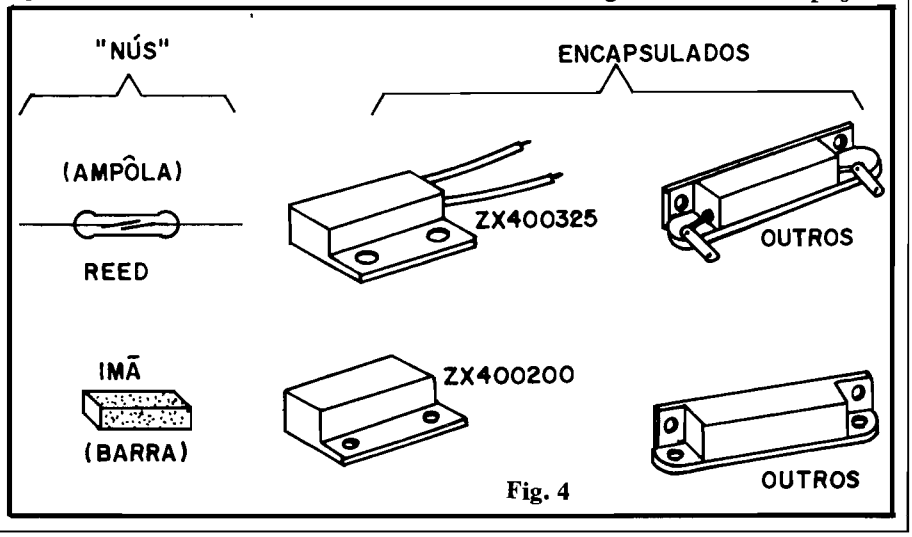

Fig. 4
– **FIG. 4** – Detalhamento visual dos REEDs e ímãs utilizáveis no ALMACA. Esse importante par de componentes executa a função sensora do circuito e pode, na sua versão mais simples, ser formado por um REED nu (apenas a ampola) e um pequeno ímã (metal ou ferrite) também nu, em barra. Existe, contudo, também as opções **encapsuladas** para o conjunto. Na figura vemos, ao centro, o conjunto de modelos produzidos pela "Schrack" e, à direita, um padrão **standard** adotado por diversos fabricantes. Quaisquer dos conjuntos ilustrados na figura podem ser utilizados no ALMACA, com pequenísimas modificações na acomodação "mecânica" das peças. Apenas uma recomendação: se for utilizada a ampola nua de REED, **muito cuidado** no manuseio e na soldagem, pois trata-se de um componente realtivamente frágil. O "corpo" do REED é de vidro e assim, qualquer esforço mais intenso, principalmente durante a eventual dobragem dos terminais, pode trincar a ampola, inutilizando o componente. Sobreaquecimento na soldagem também poderá causar o rompimento do vidro, pelo efeito da dilatação térmica. Cuidado, portanto, com esse item...